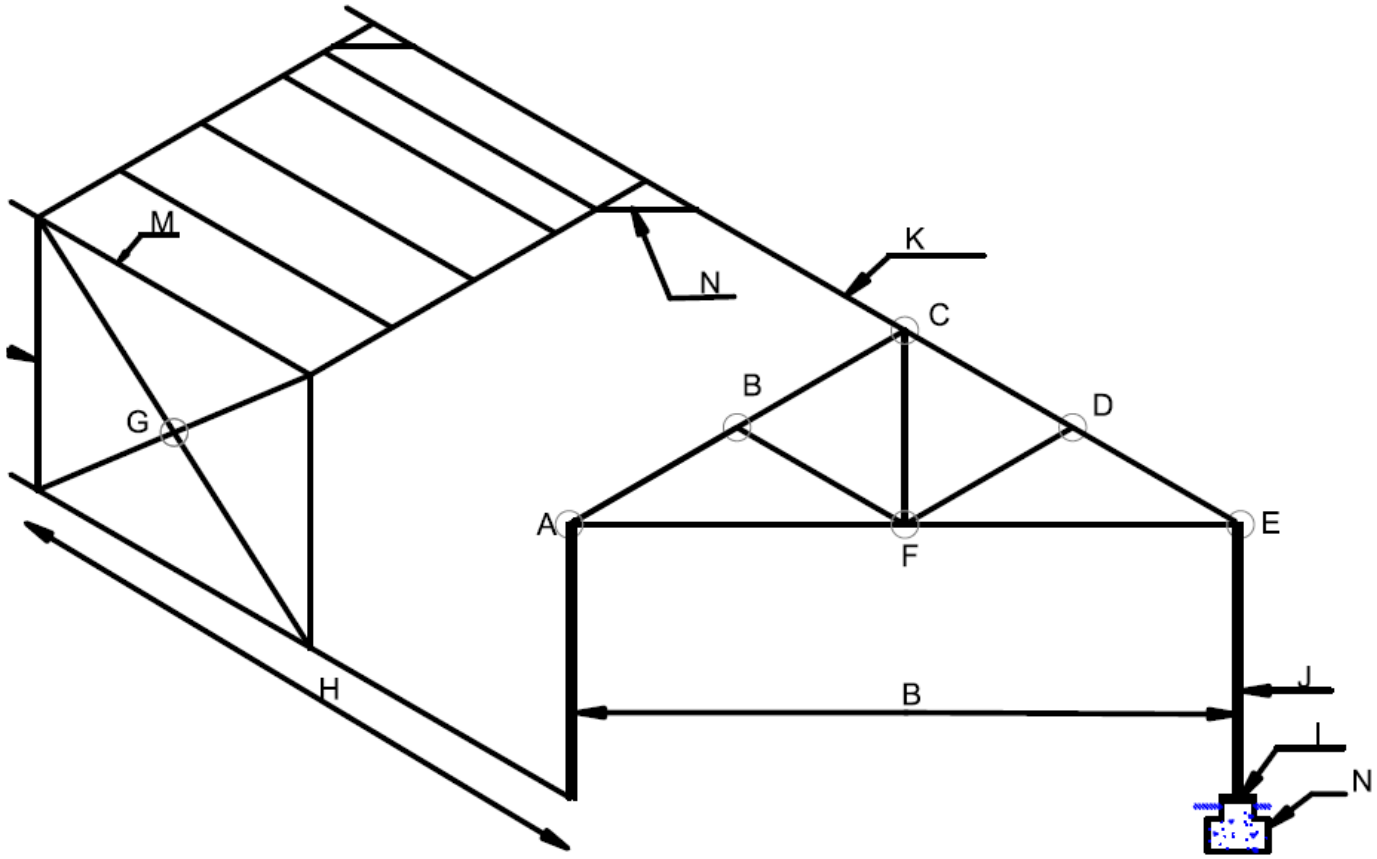

FIGURE 4
3.6 3.6.1 Name parts A to D indicated in FIGURE 4 on ADDENDUM D (attached) by writing only the answer next to the letter (A–D) in the ANSWER BOOK. (4)
3.6.2 State the name of the structure in FIGURE 4, ADDENDUM D (attached). (1)